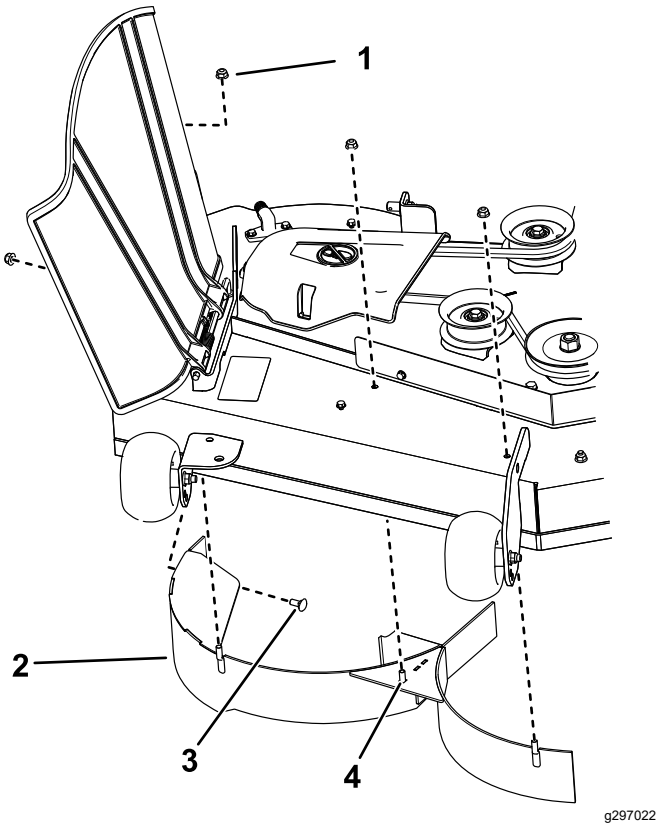

Rysunek 13
4. Odkręć 3 nakrętki zabezpieczające (5/16 cala) ze spawanych wypustów na prawej przegrodzie (Rysunek 13).
1. Nakrętka zabezpieczająca – 5/16 cala (4)
4. Spawany wypust (3)
5. Odkręć 2 śruby podsadzane i 2 nakrętki zabezpieczające mocujące prawą przegrodę do podwozia tnącego i zdejmij przegrodę (Rysunek 13).
6. Odszukaj wśród luźnych części 3 śruby i wraz z dotychczasowymi nakrętkami zabezpieczającymi wkręć je w otwory wykorzystywane przez wypusty spawane (Rysunek 13), aby zabezpieczyć przed wydostawaniem się zanieczyszczeń.